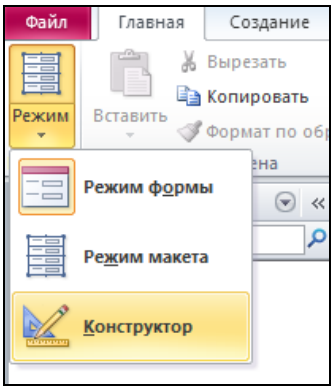
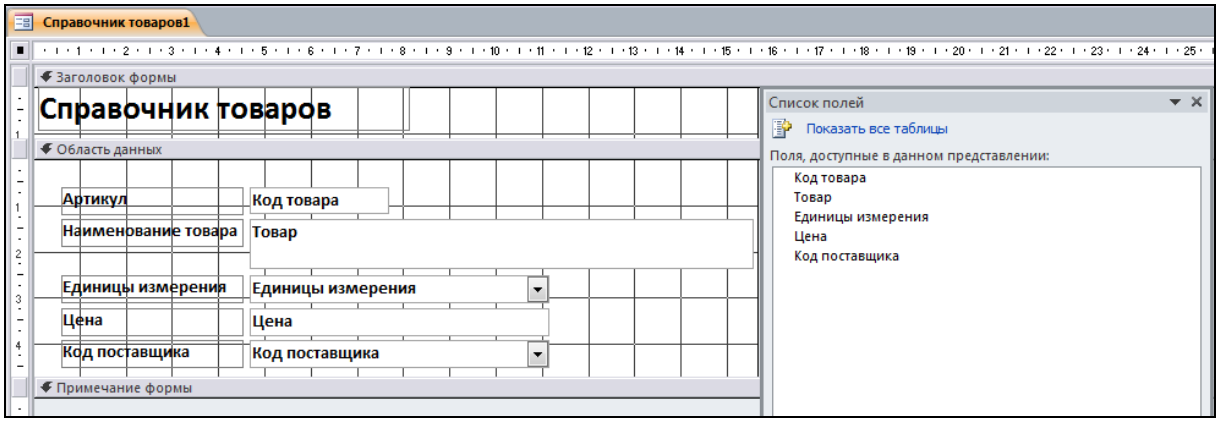

Рис. 3.6. Выбор режима *Конструктора*
Рис. 3.7. Просмотр формы в режиме *Конструктора*
7. Для того чтобы внести изменения, необходимо перейти в режим *Конструктора*. Для этого на вкладке *Главная* в разделе *Режим* выбирается *Конструктор* (рис. 3.6). Форма примет вид, представленный на рис. 3.7.